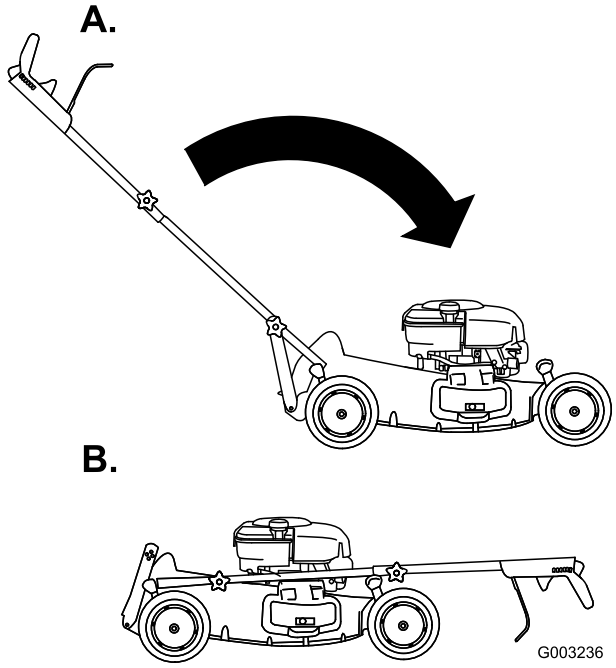

**Figuur 41**
3. Draai de handgreep naar voren (Figuur 41).